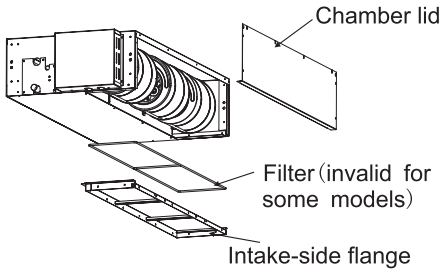

Fig. 3.1.4
(2) Reattach the removed chamber lid in the orientation shown in Fig. 3.1.4, reattach the removed intake-side flange in the orientation as shown in Fig. 3.1.4.